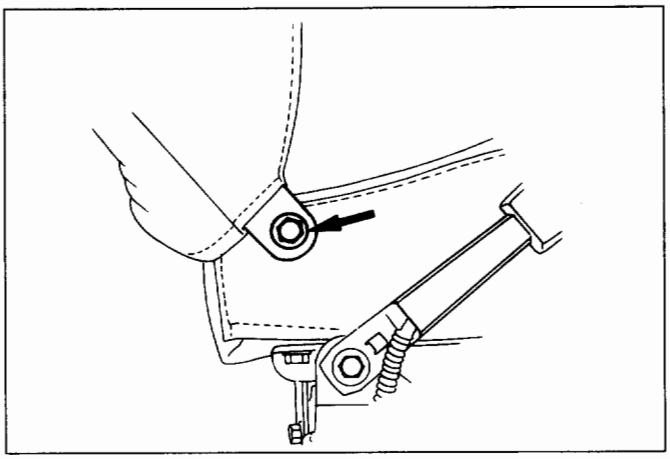

Fig. 10-195
- Remove the seat back assembly fixing nut on the opposite side of the reclining device (Fig. 10-195).